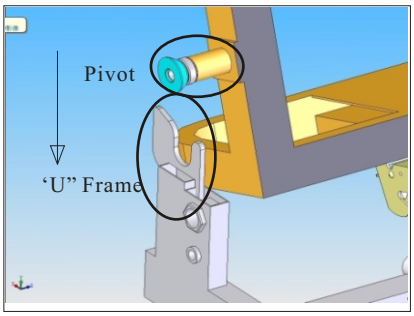

Fig.2
* Align both pivots correctly so they rest perfectly onto the “U”pivot frame (Fig.2)